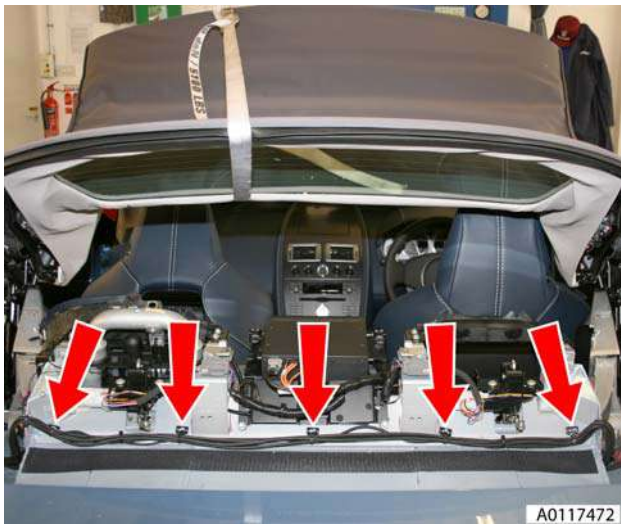

Figure 5
10. Remove harness/pipe retaining clips (x9) behind ROPS units (see Figure 5).